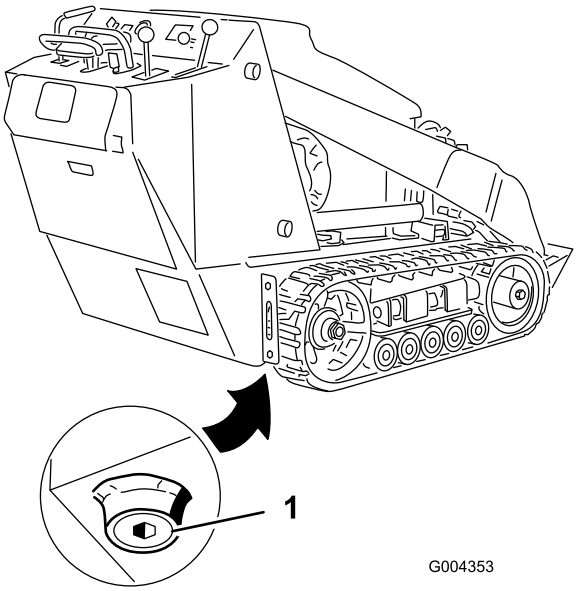

**Figur 34**
4. Ta bort avtappningspluggen (Figur 34).